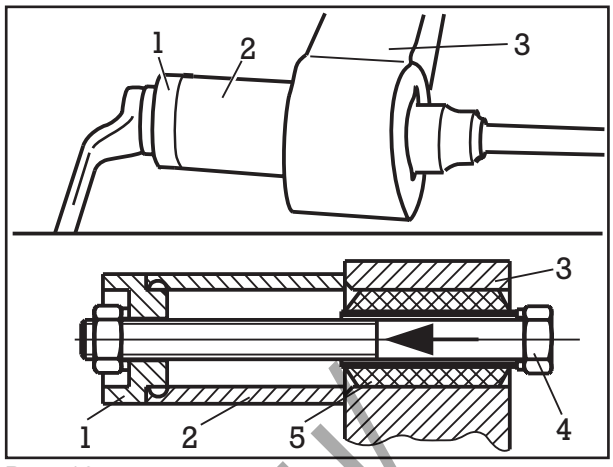

Рис. 13
(23) При замене втулки с помощью съемного и втягивающего устройства (идент. № BPW 14.825.11744) вставить болт (рис. 13/4) с шайбой в резиново-стальную втулку.
Насадить трубу (рис. 13/2) и нажимной элемент (рис. 13/1), навинтить гайку и вытянуть резиново-стальную втулку (рис. 13/5).